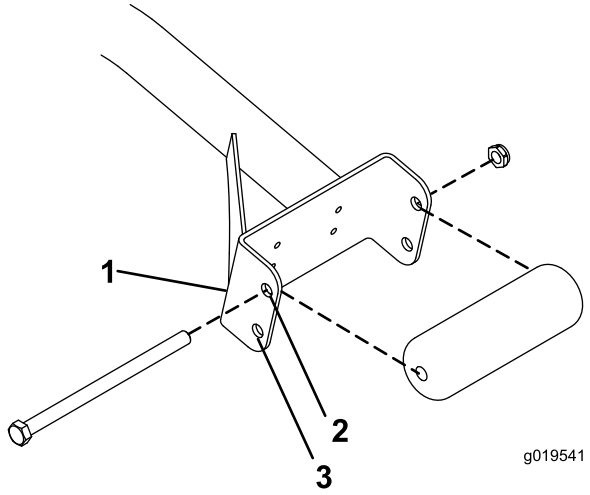

Figura 3
- Se utilizar unidades de corte de 68 cm, instale os rolos nos furos de montagem superiores dos canais da montagem de suporte (Figura 3).
- Se utilizar unidades de corte de 81 cm, instale os rolos nos furos de montagem inferiores dos canais da montagem de suporte (Figura 3).